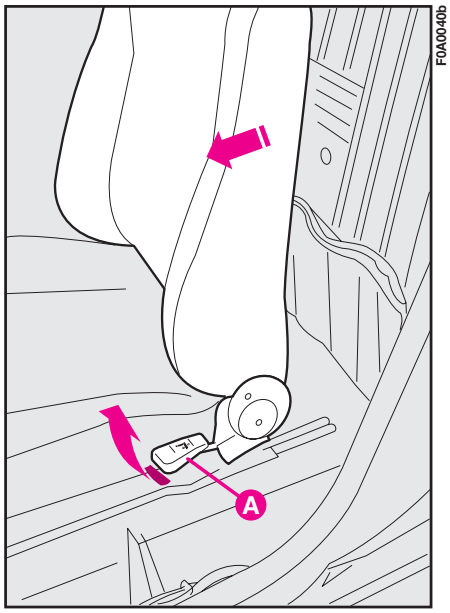
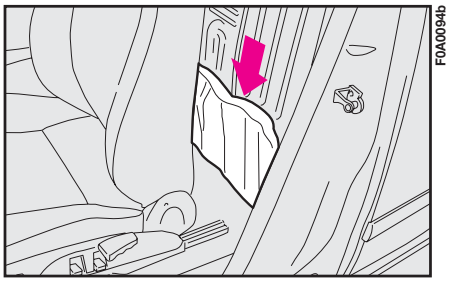
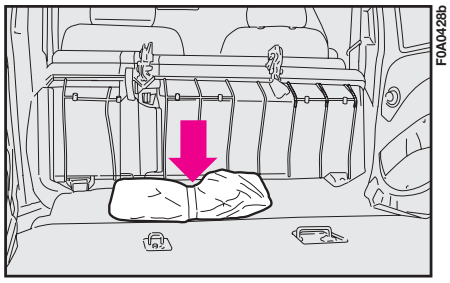
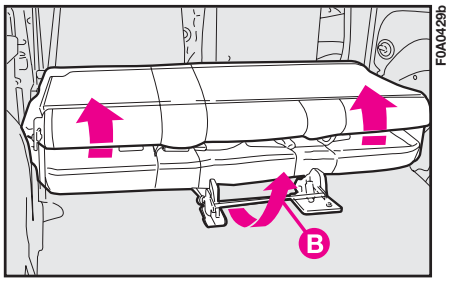

fig. 2
fig. 3
fig. 5
fig. 4
**4)** Either move the left-hand front seat back forwards (Fiat Doblò Cargo versions) lifting lever **A-fig. 2** and take the tool bag shown in **fig. 3** or lift the rear seat (for Fiat Doblò Passenger Transport versions) with lever **B-fig. 4** and take the bag shown in **fig. 5**. Take the bag to the wheel to be replaced.